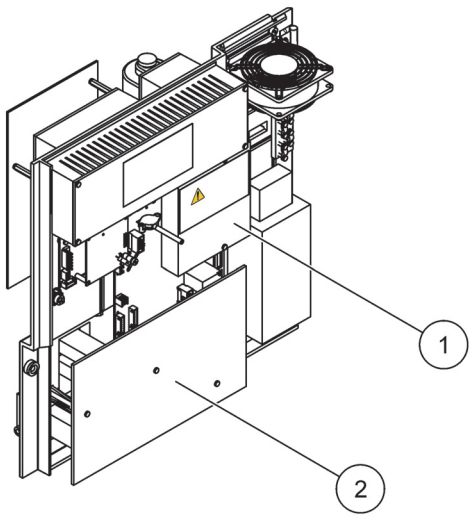

图 14 拆下防护罩
有关拆下防护罩的信息，请参见图 14。
3. 除去防护罩上的两枚螺钉并取下防护罩 （项目 1，图 14 位于第 26 页）。
6. 取下固定底部面板盖的三枚螺钉 （项目 2，图 14 位于第 26 页）。拆下面板。
3. 拆下防护罩 （图 14 位于第 26 页）。